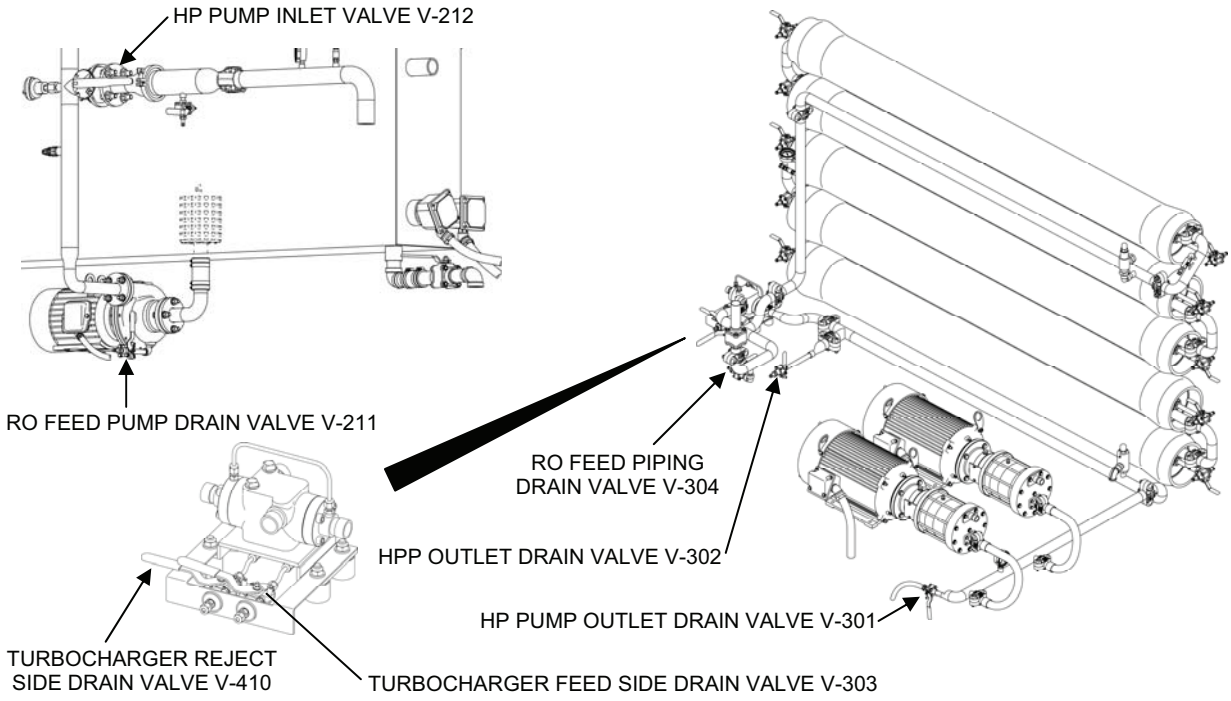

Figure 9. Valves for Second RO Product Water Flush.
a. While repeating the product water flush of the RO vessels, momentarily open the following drain valves (Figure 9):
c. Open the HP Pump Inlet Valve V-212 (Figure 9).